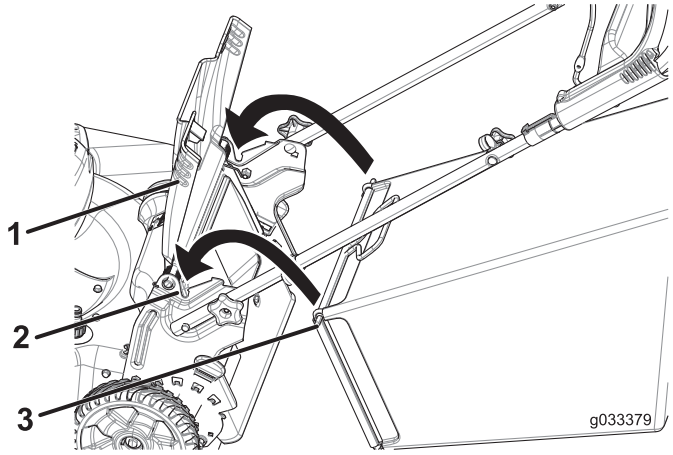

Figuur 21
1. Zet de afvoergeleider aan de achterzijde omhoog en houd hem in deze stand (Figuur 21).
2. Plaats de grasvanger en zorg ervoor dat de pennen van de zak in de inkepingen op de handgreep rusten (Figuur 21).